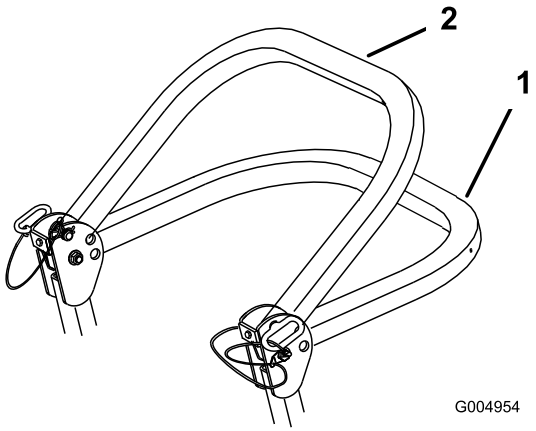

Figur 8
2. Sänk ned störtbågen till nedfällt läge. Det finns två nedfällda lägen. Lägena visas i Figur 8.